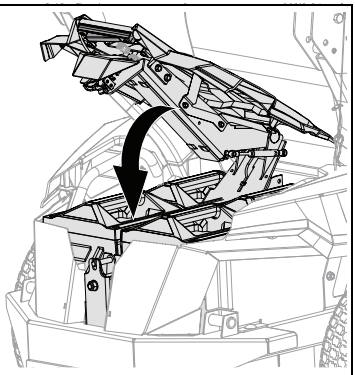

Figure 25
5. Ensure hood assembly is closed and handle is securely latched. See Figure 25.